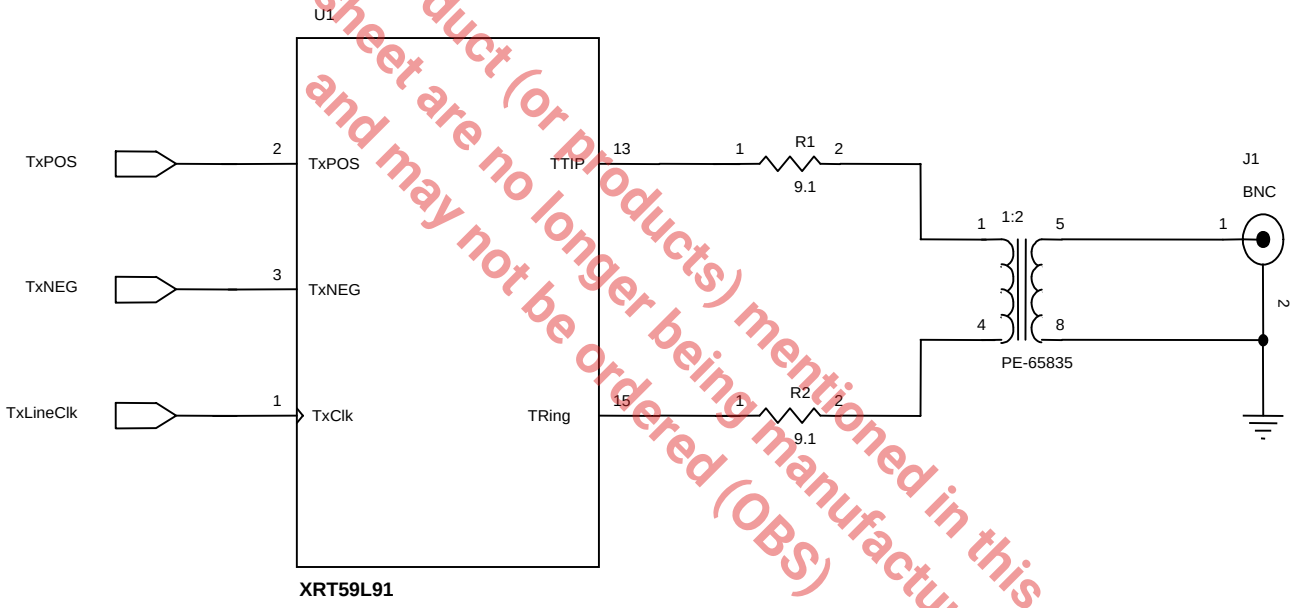

Figure 5. Illustration of how to interface the Transmit Section of the XRT59L91 device to the Line (for "75Ω" Applications)
In both applications (e.g., 75Ω or 120Ω), the user is advised to interface the Transmitter to the Line, in the manner as depicted in Figures 5 and 6, respectively.
1. *Figures 5 and 6 indicate that for both "75Ω and "120Ω" applications, the user should connect a 9.1Ω resistor, in series, between the TTIP/TRing outputs and the transformers.*
2. *Figure 5 and 6 indicate that the user should a "1:2 STEP-UP" Transformer.*